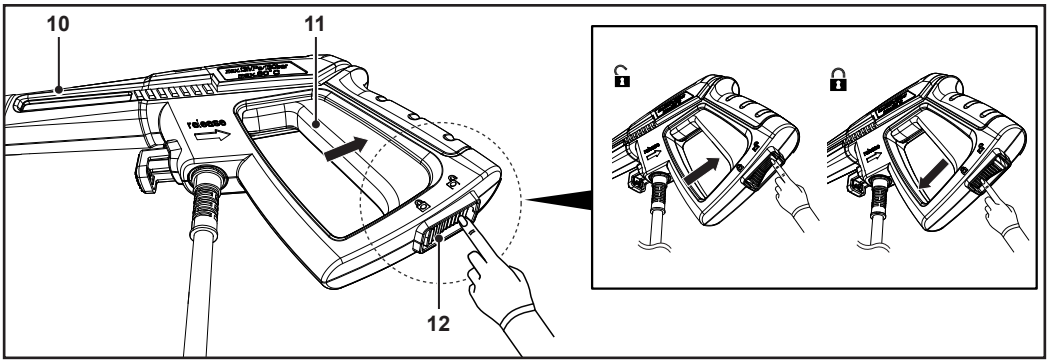

Fig. 8
- Presione el botón de bloqueo (12) hacia abajo cuando el aparato no esté en uso, cuando se deje sin vigilancia o durante el montaje de accesorios adicionales.
- Para desbloquear el gatillo (11), pulse el botón de bloqueo (12) hacia arriba (Fig. 8).